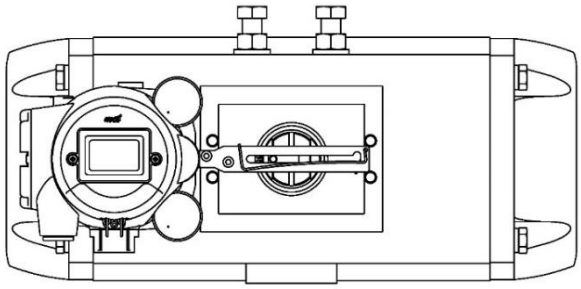

图 13 MCT 790 反馈杆与反馈轴安装位置（行程 50%时）
6. 将执行机构调至 50%行程位置锁定，将反馈轴调整至图 13 所示水平位置。
7. 装入 MCT 790 及安装支架，保证 MCT 790 反馈杆与反馈轴处于图 13 所示水平位置。